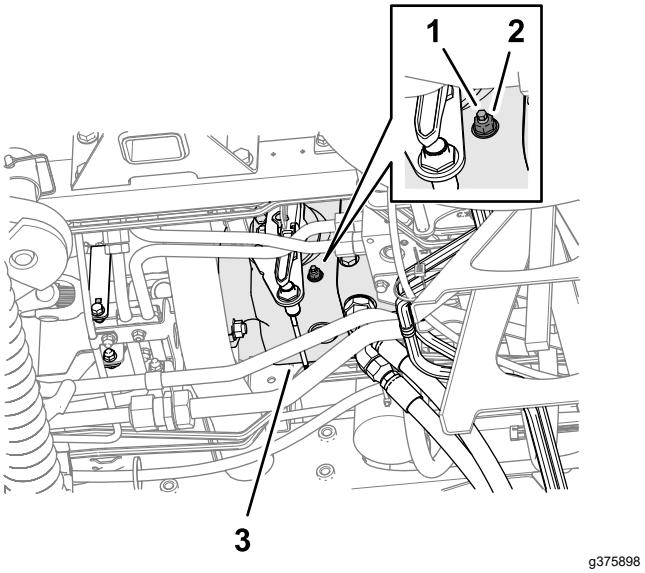

Figuur 132
3. Draai vanaf de onderkant van de machine en aan de rechterkant van de tractiepomp de borgmoer los waarmee de schroef voor het instellen van de terugkeer naar de neutraalstand is bevestigd (Figuur 132).